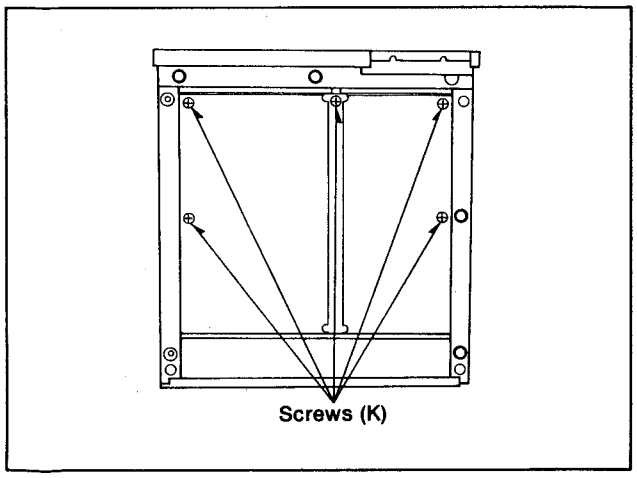

Figure D15
1. Unscrew the 5 screws(k) on the Servo & Video C.B.As. (Figure D15).